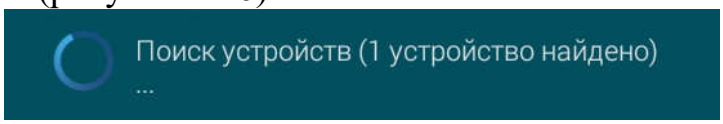

Рисунок 2.16
2.3.7.3.4 Нажать кнопку «Поиск устройств», после чего начнётся автоматический поиск (рисунок 2.16).